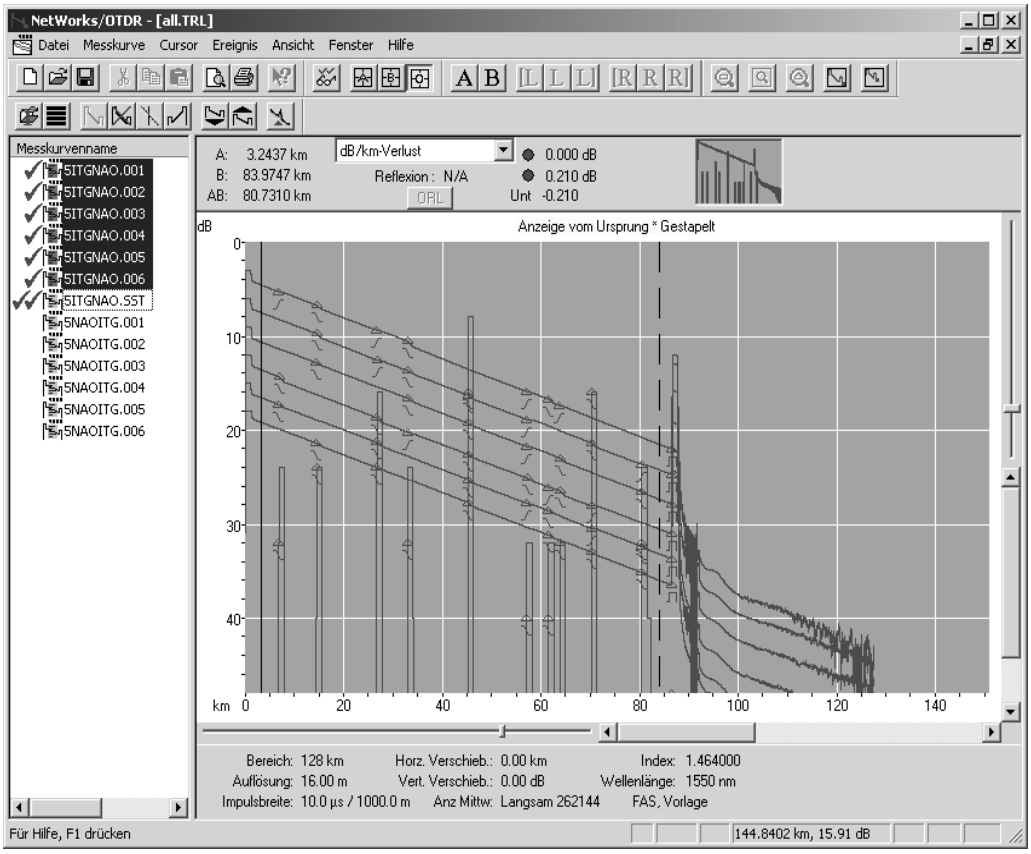

Abbildung 11-3: Intelligente Spleißschablonenkurve
9. Klicken Sie auf OK, um die intelligente Schablonenkurve zu erstellen, wie in Abbildung 11-3 gezeigt.